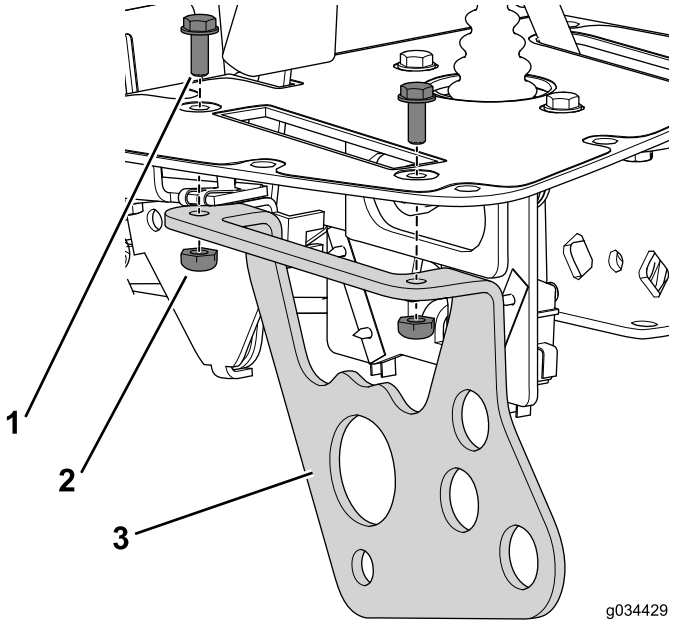

Figuur 21
1. Gebruik de bout (nr. 10 x 1/2 inch) en borgmoer om de beugel van de functiehendel te bevestigen aan de bedieningseenheid (Figuur 21).